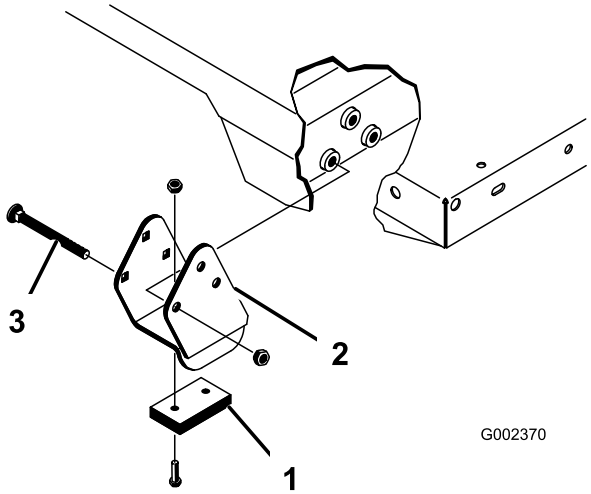

Figur 32
Obs: Kontrollera att distansbrickorna och slitageblocken (Figur 32) monteras med vagnskruvhuvudena inuti maskinen.
2. Lägg försiktigt ner flaket på fordonsramen med de bakre hålen på flakets svängplatta inpassade till hålen i den bakre ramkanalen, och montera två sprintbultar och hjulsprintar (Figur 32).
3. Med flaket sänkt fäster du varje cylinderände vid rätt spår i flakets fästplattor med en sprintbult och en hjulsprint. För in sprintbulten från flakets utsida med hjulsprinten utåt (Figur 32). De bakre spåren är till för montering av komplett flak och de främre för montering av 2/3-flak.